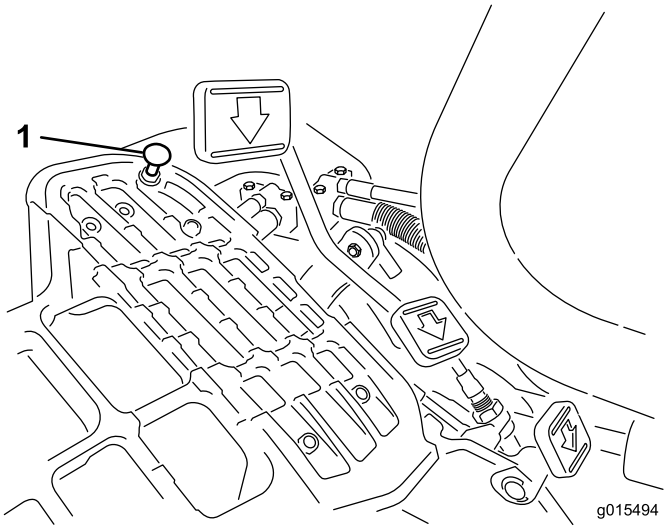

**Figuur 47**
Om de maximale transportsnelheid te verkrijgen, moet u de schakelhendel in de TRANSPORTSTAND zetten en het tractiepedaal intrappen. Als het pedaal contact maakt met de pedaalaanslag (Figuur 47) voordat u spanning op de kabel voelt, voer dan de volgende afstelprocedure uit:
1. Zet de schakelhendel in de TRANSPORTSTAND en draai de borgmoer los waarmee de pedaalaanslag is bevestigd aan de vloerplaat (Figuur 47).